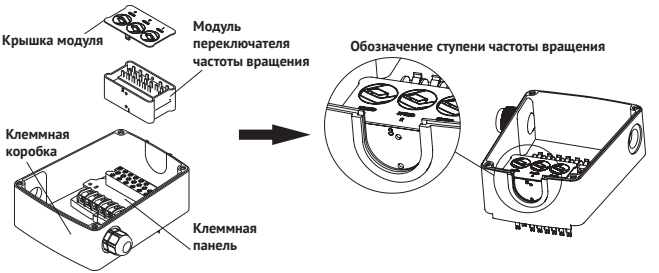

Рисунок 8
1. Извлеките модуль переключателя частоты вращения из гнезда клеммной панели (см. рисунок 8).